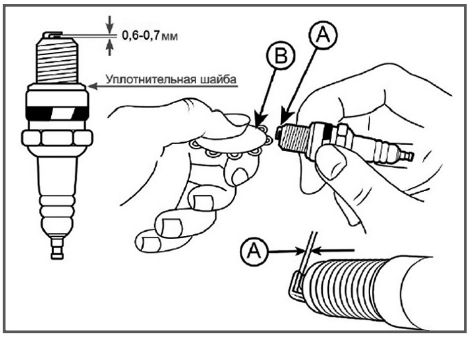

Рис. 21 Проверка зазора между электродами
4. Измерьте зазор между электродами свечи зажигания специальным щупом. Зазор должен быть 0,6-0,7 мм (Рис. 21). При увеличении или уменьшении требуемого зазора рекомендуется заменить свечу, так как регулировка зазора может привести к изменению качества искрообразования.